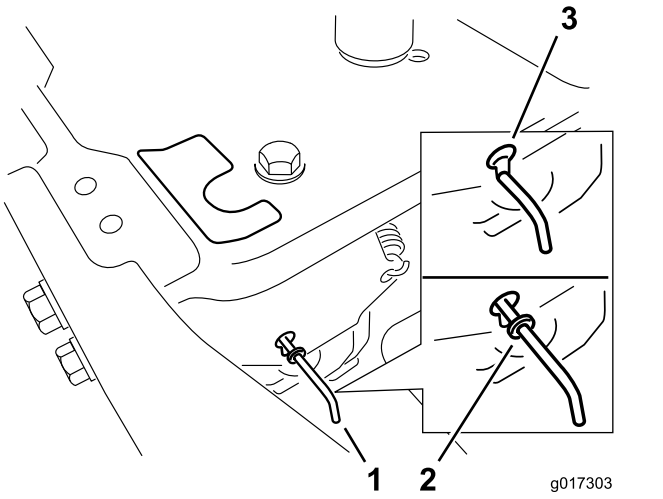

Figuur 28
4. Zet de omloophendels naar voren door het "sleutelgat" en dan naar beneden om ze vast te zetten (Figuur 28).
Zet de omloophendels naar achteren door het spiegat en dan naar beneden om ze vast te zetten zoals wordt getoond in Figuur 28.